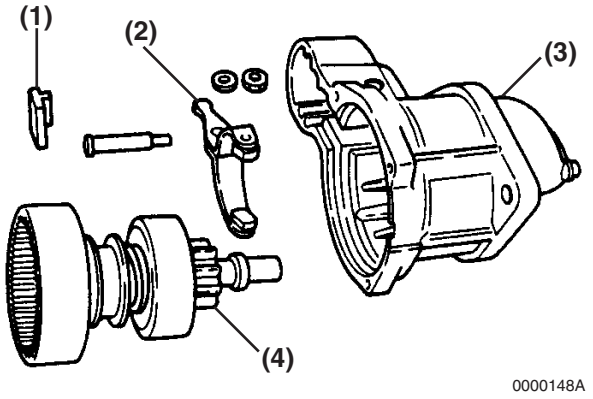

Figure 10-30
4. Apply a small amount of high temperature lithium grease (obtain locally) to the contact surfaces of the shift lever. Reassemble the shift lever **(Figure 10-30, (2))**, spacer (if equipped) **(Figure 10-30, (1))**, and pin.
5. Reinstall the pinion shaft assembly **(Figure 10-30, (4))** in the pinion housing **(Figure 10-30, (3))**. Be sure the shift lever properly engages the pinion.